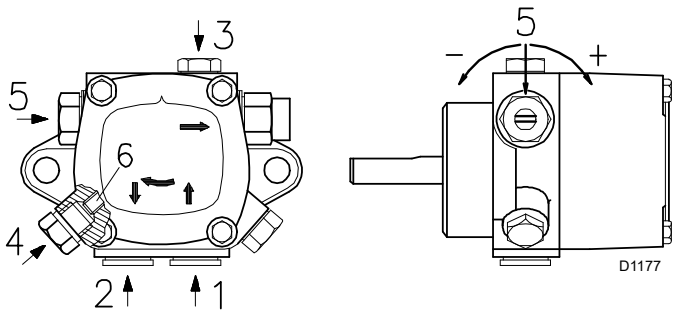
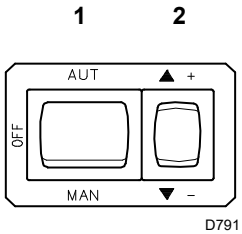

Fig. 26
Fig. 27
Key (Fig. 26)
- ➤ In order for self-priming to take place the screw 3) (Fig. 26) of the pump (Fig. 26) must be loosened in order to bleed off the air contained in the suction line.
- ➤ Start the burner by closing the control devices, with the switch 1)(Fig. 27) in “MAN” position and switch 10)(Fig. 7) in “OIL” position.
- ➤ The pump can be considered primed when the light oil starts coming out of the screw 3)(Fig. 26). Stop the burner: set switch 1)(Fig. 27) to "OFF" and tighten the screw 3)(Fig. 26).